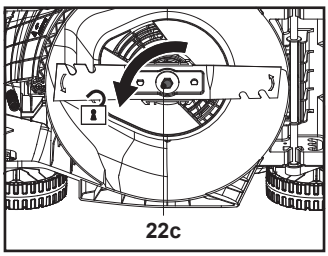

**Fig. 19**
1. Keep the underbody and cutting blade (22) clean and free of debris. Remove clippings from the rear discharge chute (21).
3. Keep the cutting blade (22) sharp to ensure a good cutting performance. Replace a worn or damaged cutting blade with a new one of the same type or have it sharpened by a qualified specialist.
4. Loosen the mounting bolt (22c) counterclockwise using a suitable electric impact wrench (socket size 13 mm) (Fig. 19), remove it together with the flat washer (22b) and the cutting blade (22).